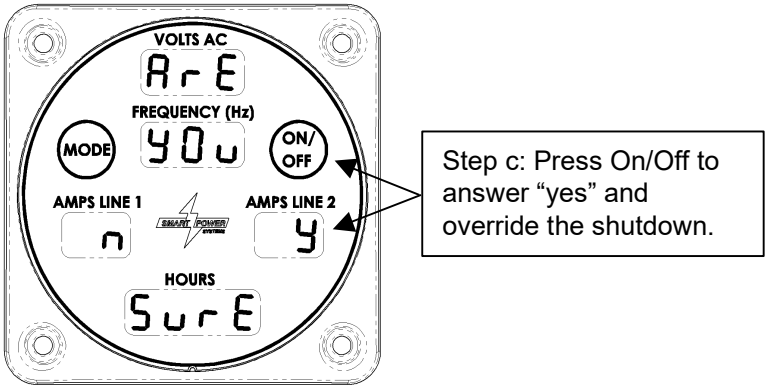

Figure 25 - Hot Oil Fault Override Confirmation
c. If your answer was "yes" in the previous step, the confirmation screen shown in Figure 25 will be displayed. Again, note the y and n labels below the Mode and On/Off buttons. Press the On/Off button to answer "yes" and override the shutdown. Press Mode to answer "no" and proceed to the oil temperature display.